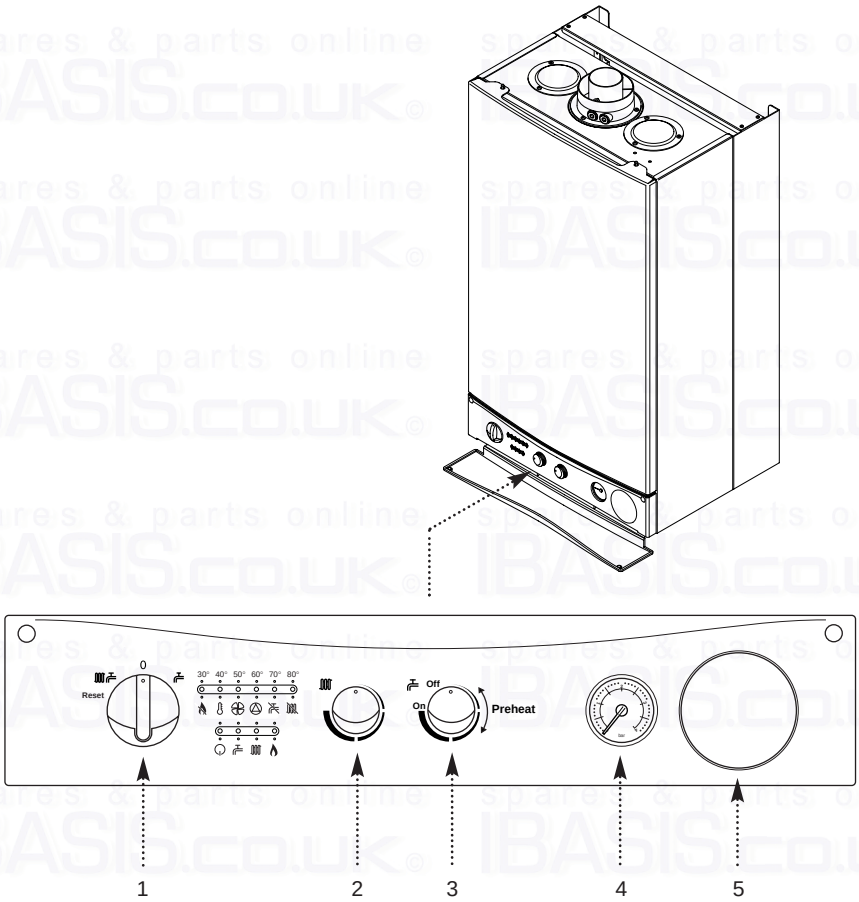

Fig. 3
KEY TO FACIA PANEL (Fig. 3)
4. The stored primary hot water temperature is maintained whilst the boiler is in operation. During a period when there is no demand for heating or hot water the temperature of the stored primary hot water will eventually fall. The boiler will operate occasionally in order to maintain the temperature. This is indicated by the domestic hot water mode neon flashing (item 13 of Fig. 3).